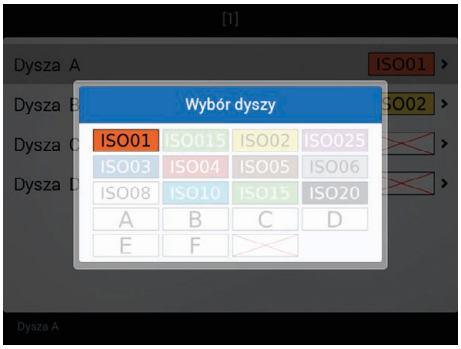

Rys. 49
- Wybrać dyszę używaną wśród tych zaproponowanych (Rys. 49): w przypadku, gdy dysza NIE jest używana, wyłączyć ją wybierając pozycję ☒.